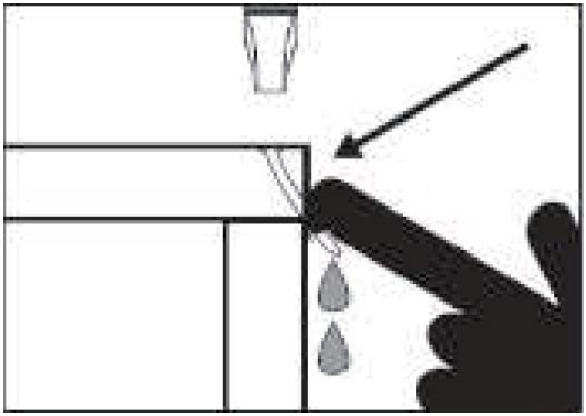

Figure 5. Example of nail deflection.
-Deflection is caused when grain irregularities, knots or foreign objects inside the wood cause the staple to change its path, resulting in the nail/staple puncturing the surface of the workpiece, as shown in Figure 5.